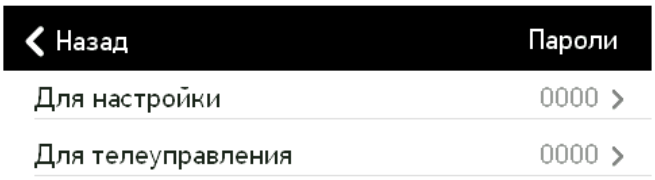

Рисунок 5.36. Меню «Пароли».
- «**Пароли**» (рисунок 5.36). В данном меню можно изменить следующие пароли: